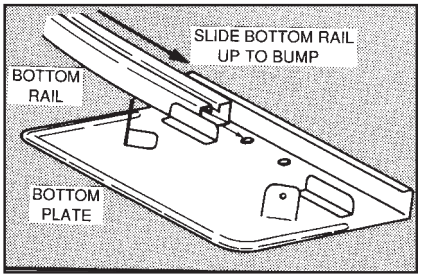
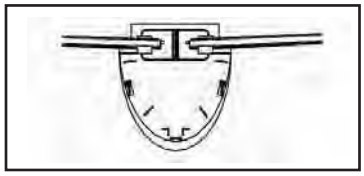

Fig. 33
Fig. 34
B) The four 39" bottom rails are for the "corners." One side snaps into the straight side connector on the final straight side upright, while the other side slides into a bottom plate or bottom cuff as shown in Fig.33 or Fig.34.